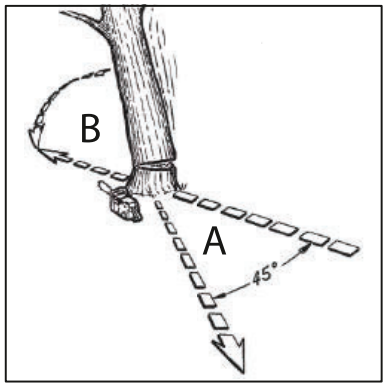

Рис. 11A
ПРЕДУПРЕЖДЕНИЕ: *путь отступления (A) должен быть запланирован и очищен прежде, чем приступите к валке. Путь отступления выбирается наискосок от ожидаемой линии падения, как нарисовано на рис. 11A.*